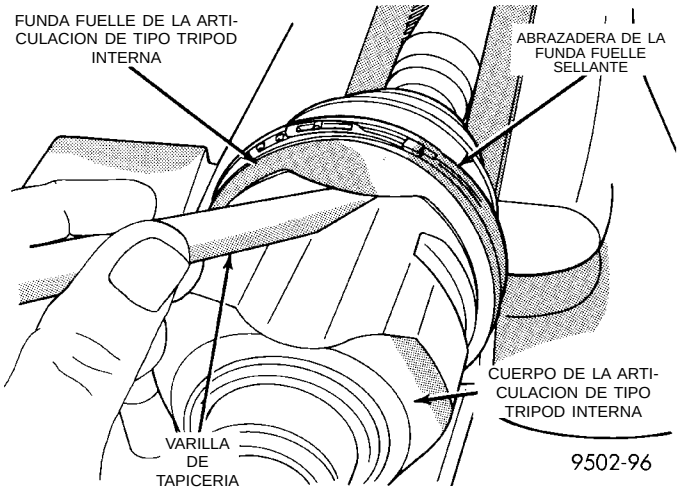

Fig. 37 Varilla de tapicería insertada para ventear la articulación de tipo Tripod
(9) Inserte una varilla de tapicería entre la articulación de tipo Tripod y la funda fuelle sellante para ventear el conjunto de articulación de tipo Tripod interna (Fig. 37). **Al insertar la varilla de tapicería entre el cuerpo de articulación tipo Tripod y la funda fuelle sellante, asegúrese de sostenerla en forma plana y de modo firme contra el cuerpo de la articulación tipo Tripod. Si esto no se hace, se pueden producir daños en la funda fuelle sellante.** Si la articulación de tipo Tripod interna tiene una funda fuelle sellante de Hytrel (plástico duro), asegúrese de que la varilla de tapicería se inserte entre el encastre de goma blanda y el cuerpo de articulación tipo Tripod, y no entre la funda fuelle sellante de plástico duro y el encastre de goma blanda.